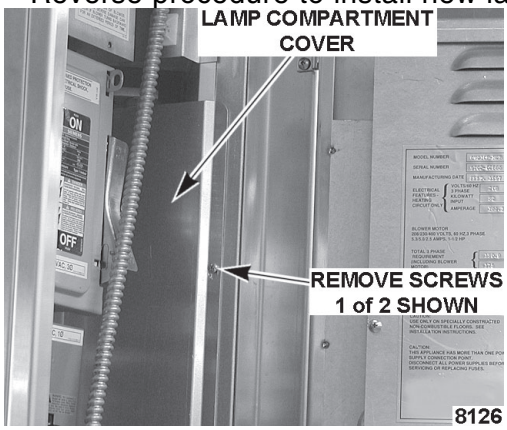

Fig. 1
A. Remove screws securing lamp compartment cover (Fig. 1) and pull cover towards you to disengage cover from rear tabs.